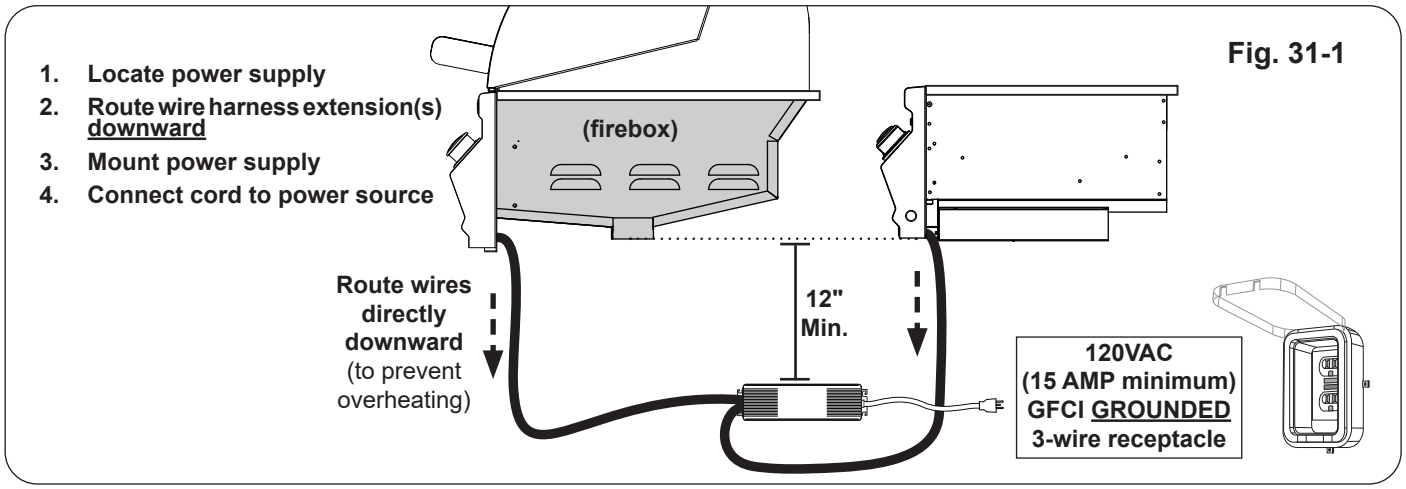

Fig. 31-1
1. The power supply MUST be located at least 12 inches below the bottom of the grill and/or power burner (see Fig. 31-1).
2. The wire harness extension that exits from the control panel MUST be routed directly downward. This will prevent overheating. **DO NOT** route the wire harness extension below the grill firebox and/or power burner (see Fig. 31-1).
- Located at least 12" below the bottom of the unit (see Fig. 31-1)
4. Connect the power cord to a **120VAC (15 AMP minimum) GFCI GROUNDED three-wire receptacle** (see Fig. 31-1). The GFCI receptacle must be a WEATHER-PROOF IN-USE COVERED RECEPTACLE.